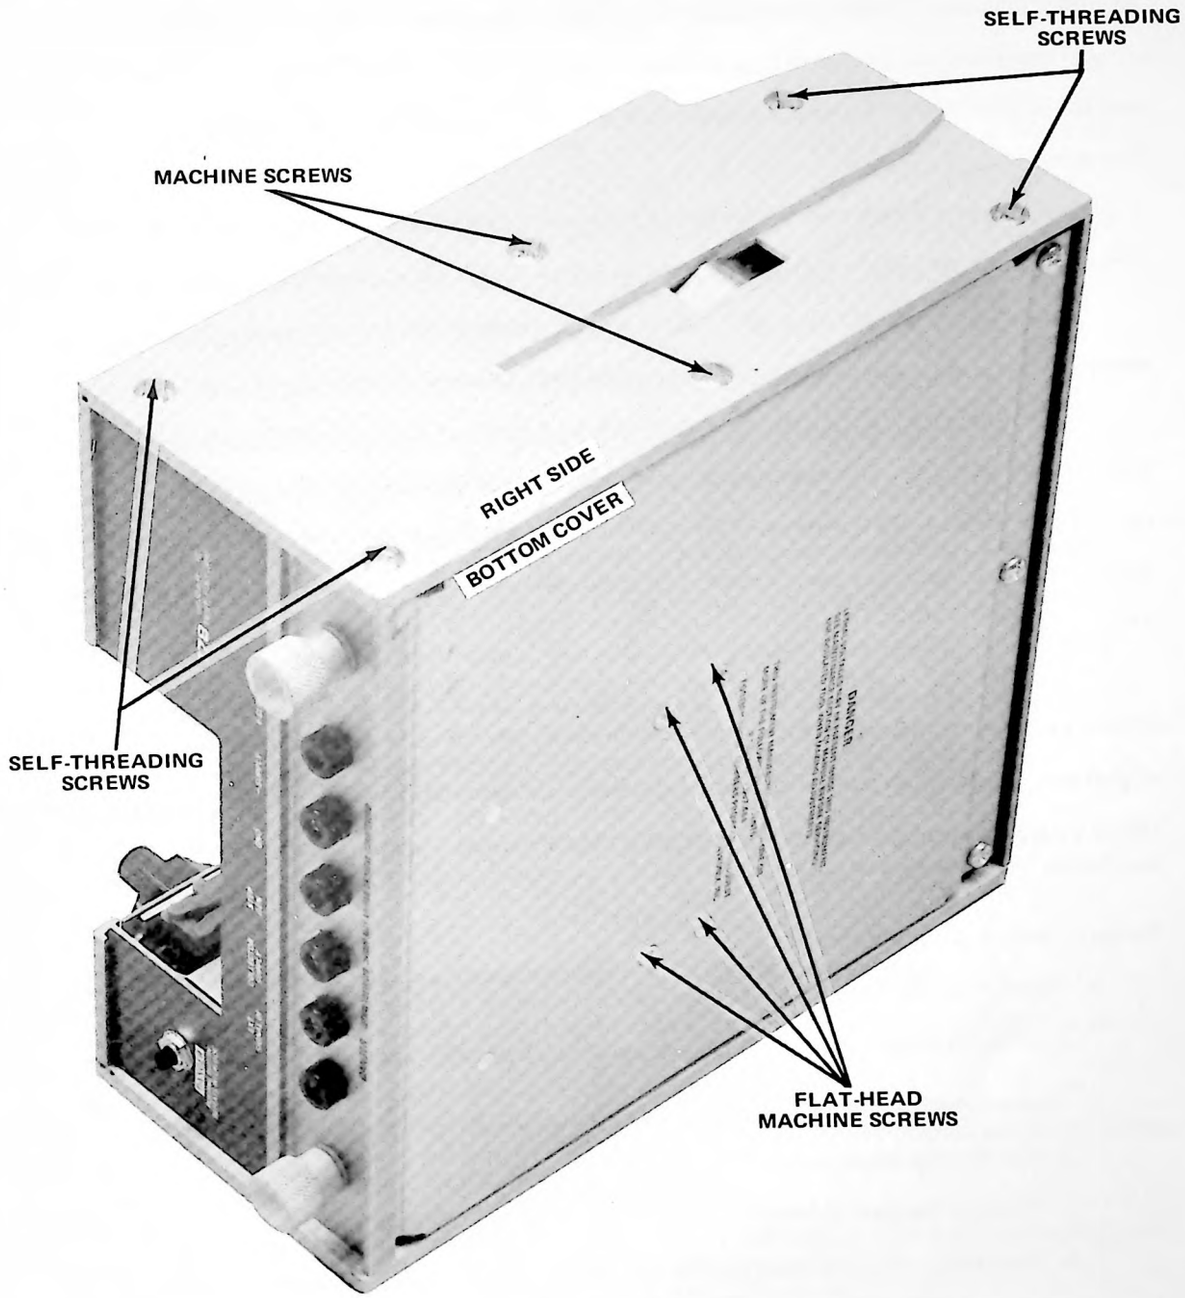

Fig. 4-2. Right-side and bottom panel of the 178.
a. Remove the three pan-head machine screws from the bottom panel (see Fig. 4-2).
e. Remove the three pan-head machine screws (see Fig. 4-2) from the bottom panel.